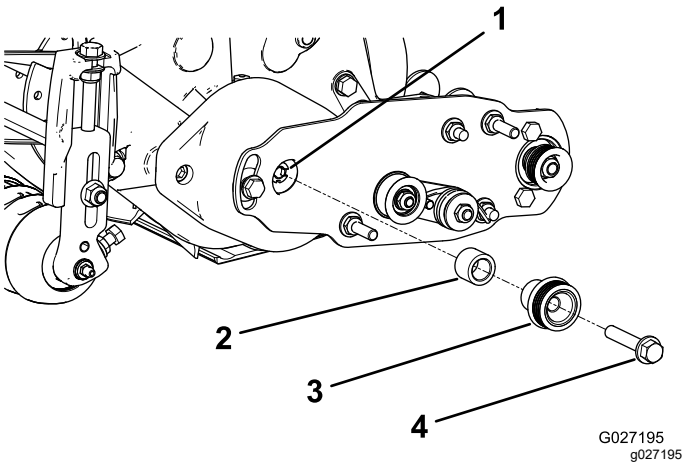

Figur 15
1. Sæt afstandsstykket i akslen i lejehuset (Figur 15).
2. Indsæt drivremskiven i afstandsbøsningen og på drivakslen (Figur 15).
3. Fastgør remskiven og afstandsbøsningen til drivakslen med en flangehovedbolt (⅜ x 2 tommer). Se Figur 15.